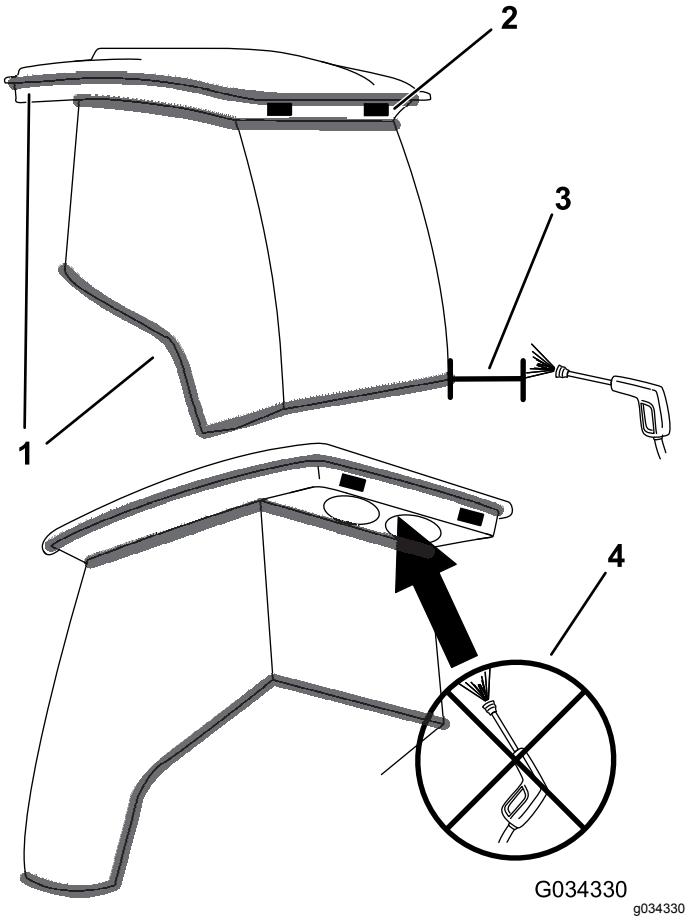

**Figur 147**
***Viktigt:*** **Var försiktig runt hyttens tätningar och lampor (Figur 147). Om du använder en högtryckstvätt, håll sprutan på minst 60 cm avstånd från maskinen. Använd inte högtryckstvätten direkt på hyttens tätningar, lampor och på det bakre överhänget.**